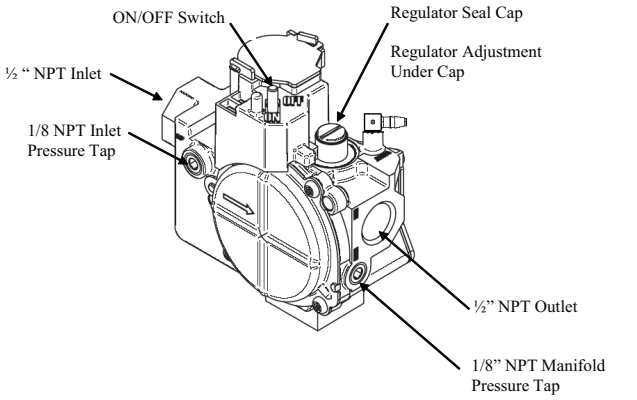

Fig. 57 – Redundant Automatic Gas Control Valve
b. Remove seal cap that conceals adjustment screw for gas valve regulator. (See Fig. 57.)